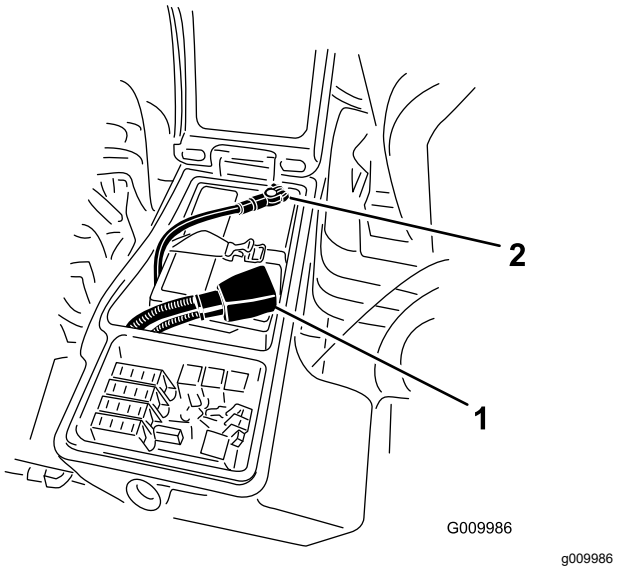

Figur 93
3. Fjern den negative kabelen (svart) fra den negative (-) polen og den positive kabelen (rød) fra den positive (+) polen (Figur 93).
6. Koble den positive kabelen (rød) til den positive (+) polen og den negative kabelen (svart) til den negative (-) polen (Figur 93).